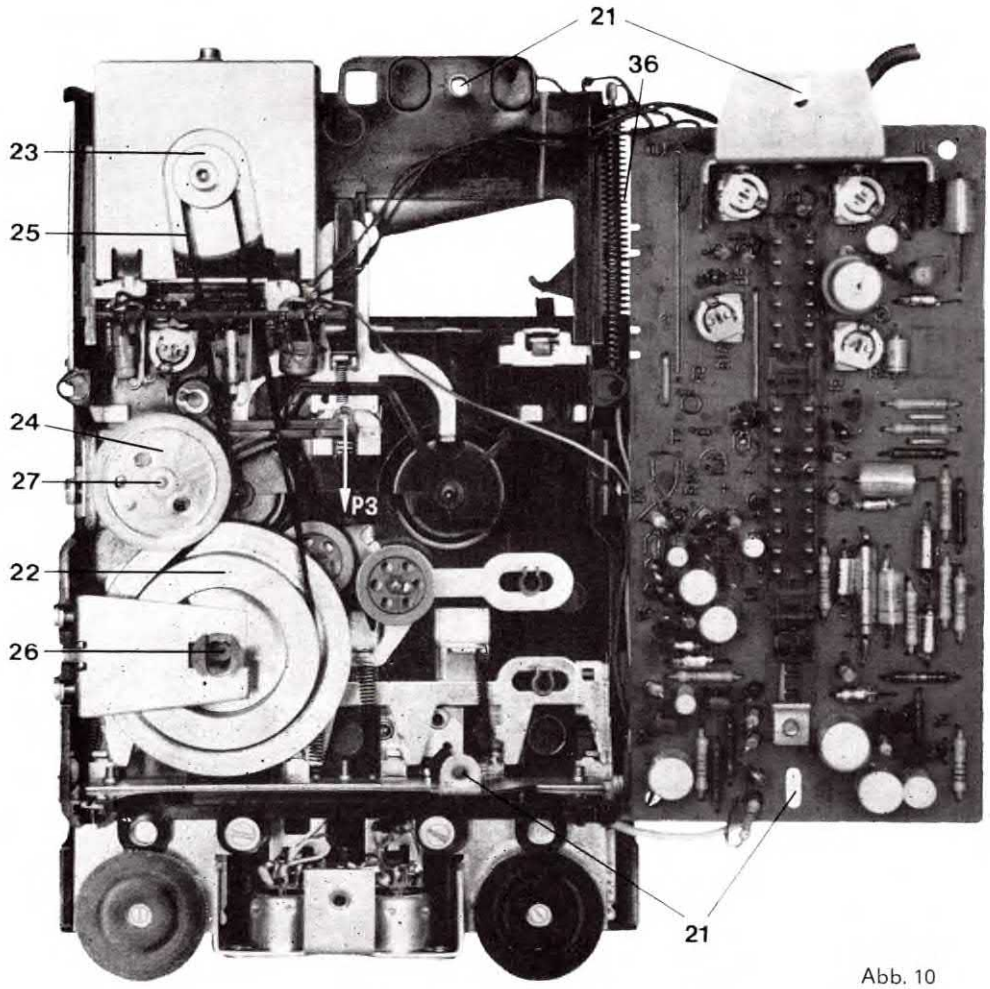

Abb. 10
Die Leichtgängigkeit der aus Abb. 10 bzw. 11 ersichtlichen Schwungmasse (22), Wickelführungen (28), Rutschkupplung (24) und Riemenscheibe (23) ist bei abgenommenem Antriebsriemen (25) zu überprüfen.
Um den Antriebsriemen wechseln zu können, muß nur, wie die Abb. 10 zeigt, das Stehlager (26) mit einem Schraubenzieher u. ä. Werkzeug so gedreht werden, bis es sich nach oben aus dem Lagerwinkel herausziehen läßt. Nach Wechseln des Antriebsriemens ist das Stehlager in umgekehrter Reihenfolge wieder einzubauen und das axiale Lagerspiel von 0,05 bis 0,2 mm zu überprüfen. Das Ausbauen und Montieren
Die Sicherungsscheiben (35) und Feder (36) der Kassettenaufnahme werden gelöst, und die Kassettenaufnahme (37) selbst wird abgenommen. Die Schutzkappe (38) und die darunter liegende Sicherungsscheibe (39) wird gelöst und die Wickelführung (28) nach oben abgezogen. Dabei darf keine Taste gedrückt sein, und der Bremshebel muß von den Wickelführungen abgehoben werden. Beim Einsetzen der neuen Wickelführung ist nach dem Anbringen der Sicherungsscheibe und der Schutzkappe auf leichten Gang zu achten (s. Abb. 10, 11).